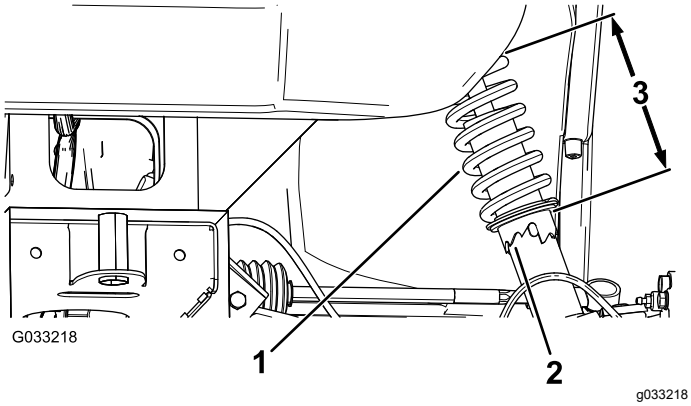

Figuur 48
2. Als de vlucht van het wiel onjuist afgesteld is, draai dan met de schroefsleutel aan de kraag van de schokdemper tot het wiel uitgelijnd is (Figuur 48).